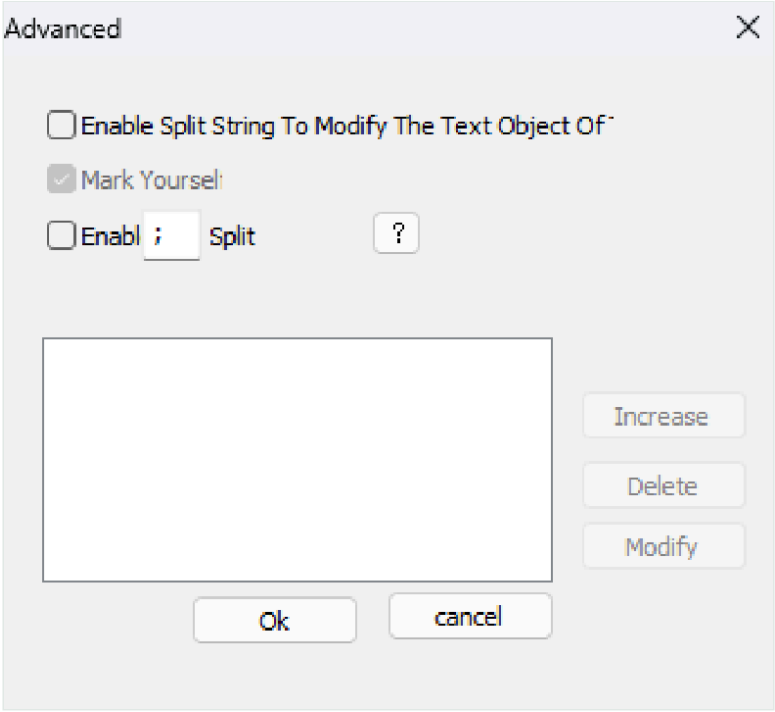

Figura 11-37
2. Haga clic en "Avanzado" en la barra de herramientas de propiedades del texto variable y seleccione "Habilitar división de cadena para cambiar otra entidad de texto", como se muestra en la Figura 11-37: